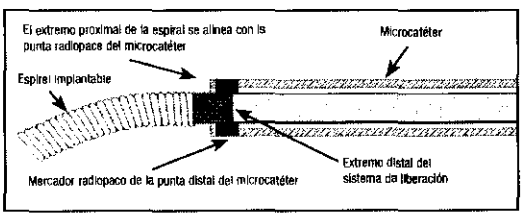

Figura 4 – Posición de las bandas marcadoras para el desacoplamiento
24. Haga avanzar la espiral hacia el lugar deseado hasta que el marcador radiopaco del sistema de liberación esté alineado o ligeramente distal el marcador radiopaco de la punta distal del microcatéter, de modo que la zona de desacoplamiento esté justo fuera de la punta del microcatéter. Vea la figura 4.